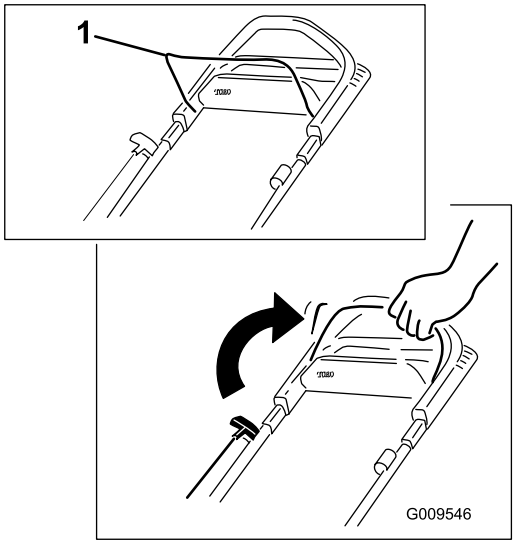

Figura 10
1. Sujete la barra de control de la cuchilla contra el manillar (Figura 10).